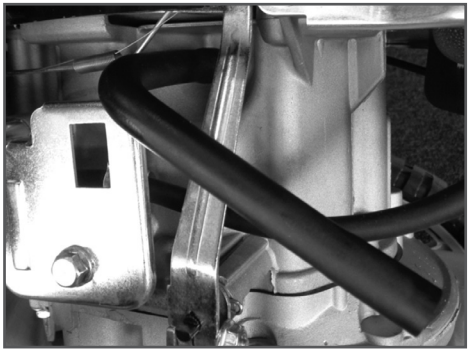

Рис. 14 Трубка сапуна
1. Отсоедините трубку сапуна (вентиляции картера) от крышки клапанов двигателя и корпуса воздушного фильтра (Рис. 14).